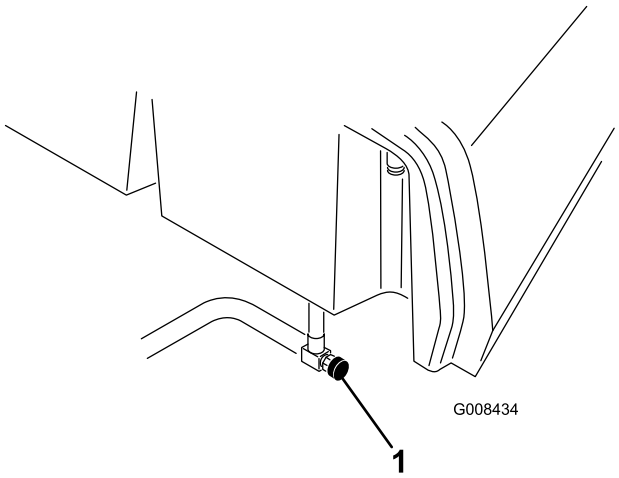

Figur 39
1. Stäng bränslekranen (Figur 39) under bränsletanken.